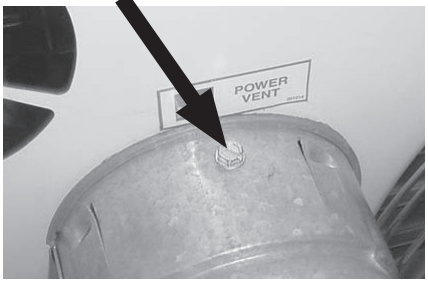

Figure 1. Instructions for Attaching Double-Wall Type B Vent Pipe to Single-Wall Pipe
- **Double-wall Type B vent pipe:** join pipe sections in accordance with the pipe manufacturer's requirement—refer to the illustrated instructions in **Figure 1** to connect double-wall pipe to the heater collar, single-wall pipe, and vent cap. Work quickly to assemble components before sealant dries.